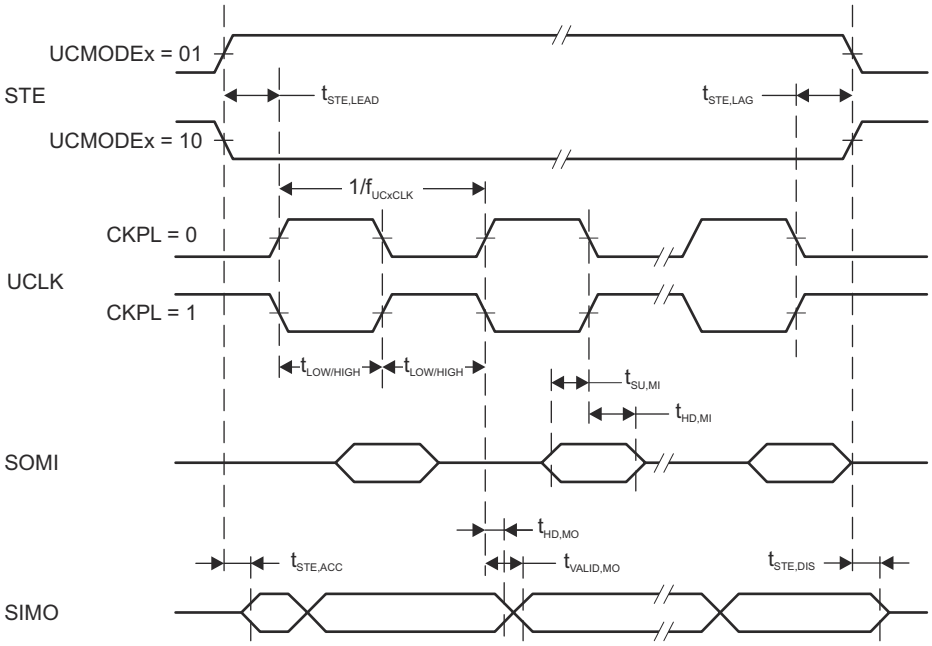
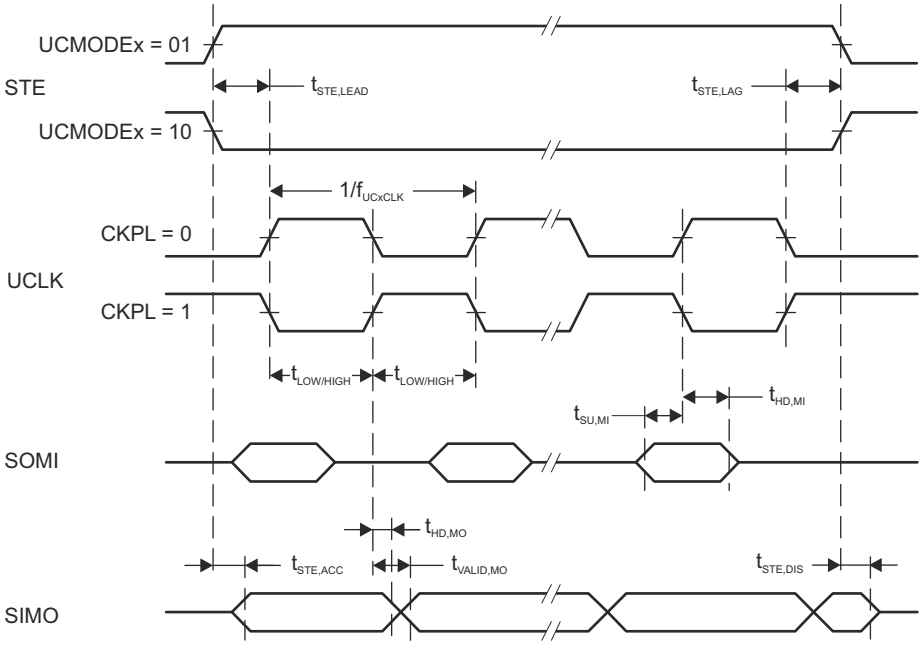

图 8-13. SPI Master Mode, CKPH = 0
图 8-14. SPI Master Mode, CKPH = 1
(2) Specifies the time to drive the next valid data to the SIMO output after the output changing UCLK clock edge. See the timing diagrams in 图 8-13 and 图 8-14.
(3) Specifies how long data on the SIMO output is valid after the output changing UCLK clock edge. Negative values indicate that the data on the SIMO output can become invalid before the output changing clock edge observed on UCLK. Refer to the timing diagrams in 图 8-13 and 图 8-14.